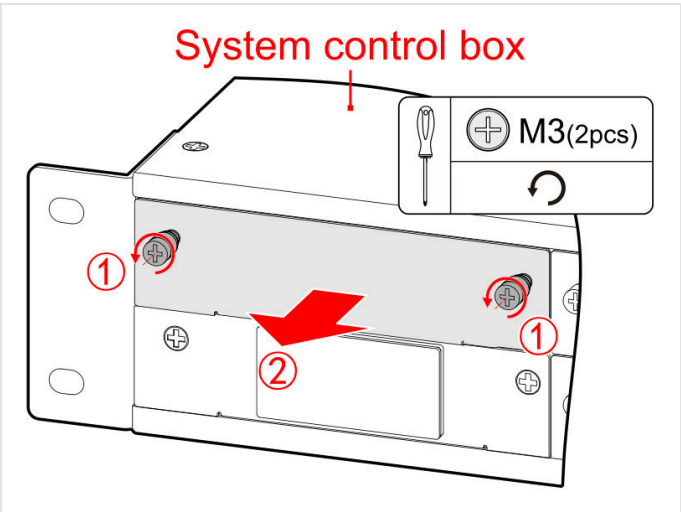

FIGURE 4-24 Remove the slot 1 cover (M3 × 2)
1. Remove the two M3 screws of the slot 1 cover plate and remove the plate (Figure 4-24).